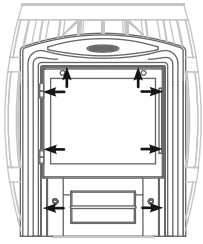

Рисунок 12. Место установки саморезов
1. открутить саморезы 8 шт., которыми прикрепляется рамка с дверцей к топливному каналу, и снять ее (см. рисунок 12);